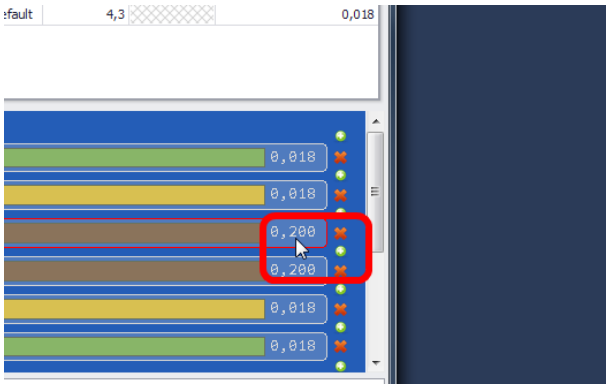

Рис. 666. Выбор удаляемого слоя
2. Перейти к интерактивной схеме слоев и выбрать слой, который необходимо удалить, см. Рис. 666.